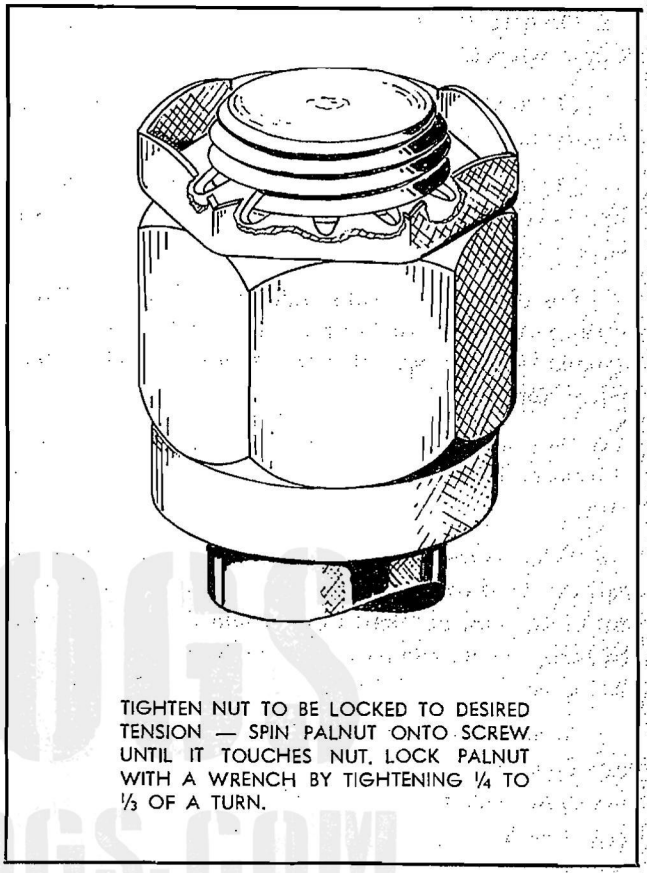

Figure 175—Method of Installing Palnuts
c. Install palnuts as shown in Figure 175.